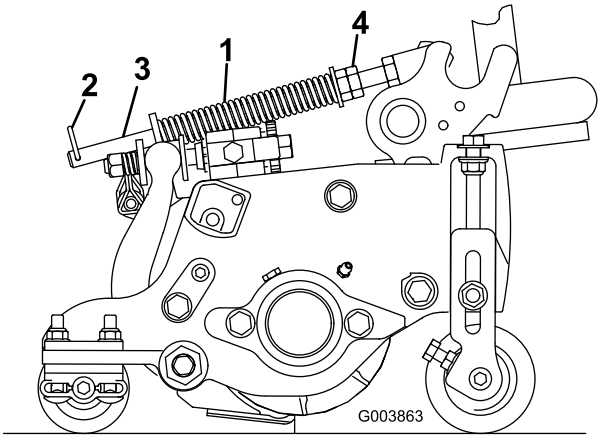

Figuur 16
De gazoncompensatieveer (Figuur 16) zorgt ervoor dat het gewicht van de voorste naar de achterste rol wordt verplaatst. Dit voorkomt dat er een golfpatroon in de grasmat ontstaat, ook wel bekend als 'bobbing'.
1. Monteer de borgpen in de achterste opening in de veerstang (Figuur 16).
2. Draai de zeskantige moeren op het voorste uiteinde van de veerstang vast totdat de lengte van de samengedrukte veer 12,7 cm bedraagt op de maaidekken van 12,7 cm of 15,9 cm op de maaidekken van 17,8 cm (Figuur 16).